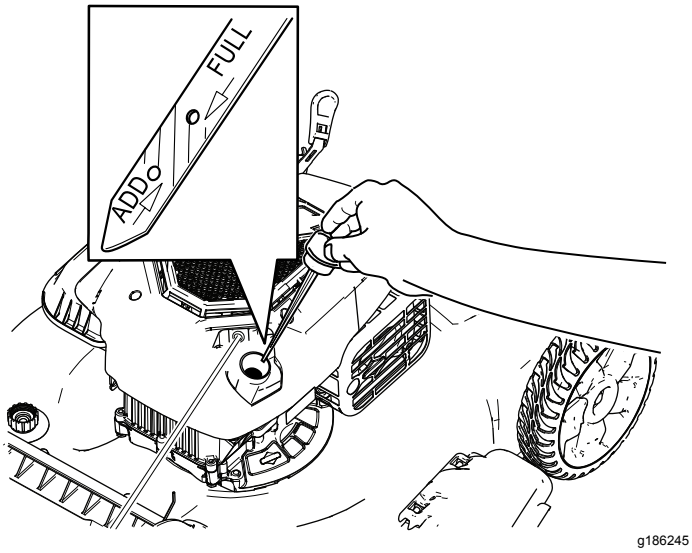

Рисунок 26
3. Извлеките масломерный щуп, повернув крышку против часовой стрелки и вытянув его (Рисунок 26).
10. Определите уровень масла по отметкам на щупе (Рисунок 26).